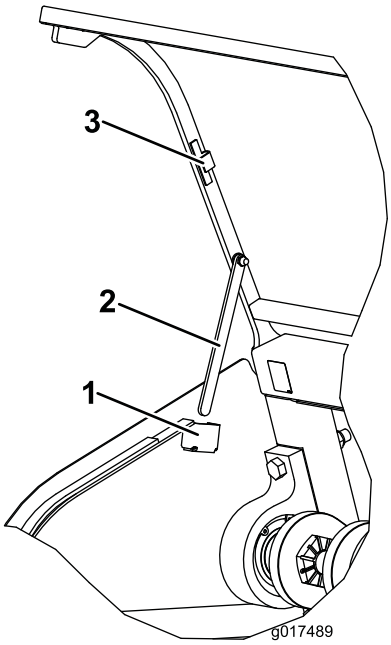

**Rysunek 34**
3. Po obu stronach pokrywy znajdują się podpórki, obróć je do dołu odłączając od magnetycznych uchwytów i wsuń ich końce w gniazda podpórek (Rysunek 34).